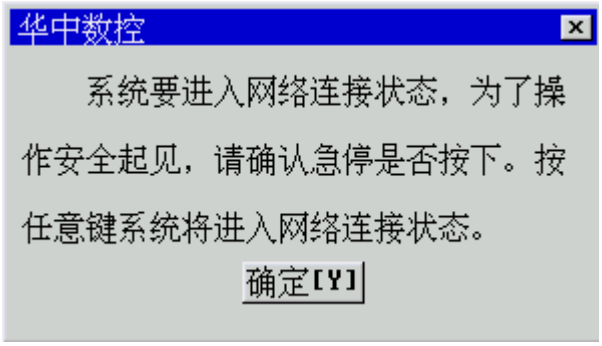

图 7.2.3 建立网络连接
(5) 按 **Enter** 键，弹出如图 7.2.3 所示对话框；